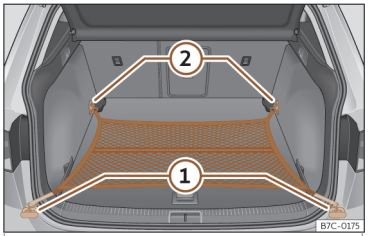

Fig. 112 En el maletero: bolsa de red enganchada a ras del suelo.
- Fije los ganchos de la red en las argollas de amarre ① y ②»» **fig. 112** »» ⚠. La cremallera de la bolsa tiene que quedar hacia arriba.